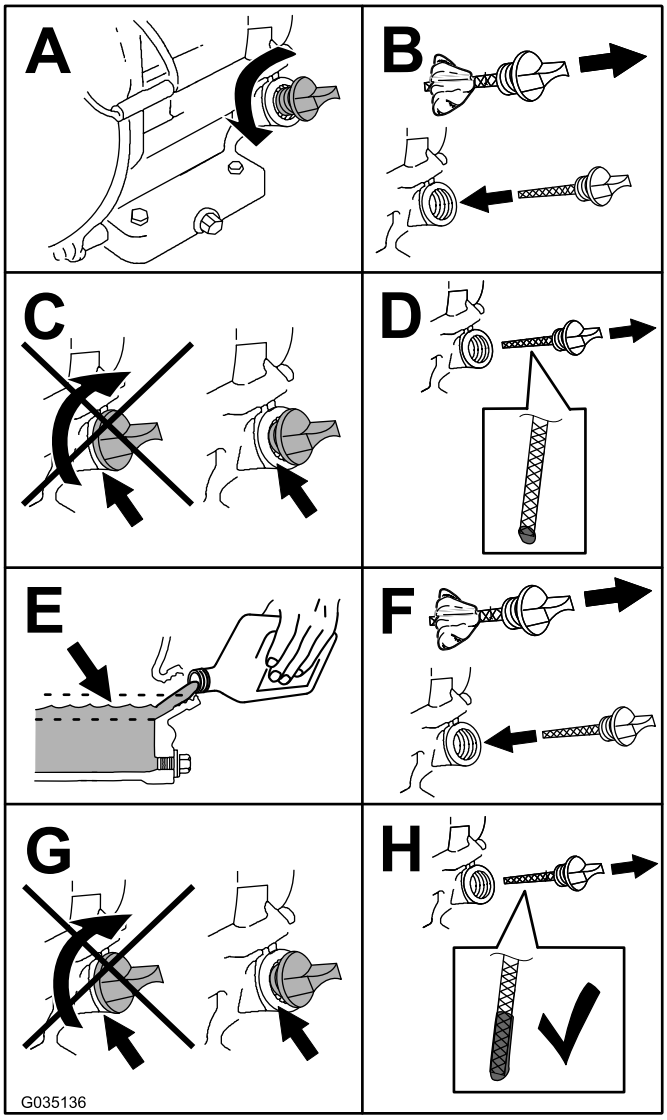

Figura 44
4. Compruebe el nivel de aceite como se muestra en Figura 44.